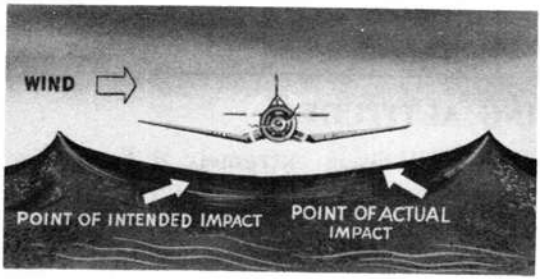

Figure 6-5-1. Ditching crosswind. Plane is on the downwind side of wave crest. Note computation necessary for drift.
(1) Obtain the lowest rate of descent and forward speed by use of flaps and power, if available. Use medium flaps on all airplanes excepting carrier-based fighters and the PB4Y.
(2) Maintain the most advantageous nose-up attitude possible.
(3) Compensate for drift by heading.
(4) Endeavor to land on the downwind side of the swell top or wave crest. (See fig 6-5-1.)
(5) In multiengined aircraft, that side of the aircraft which has maximum power available should be the upwind side if this does not involve a turn near the water.